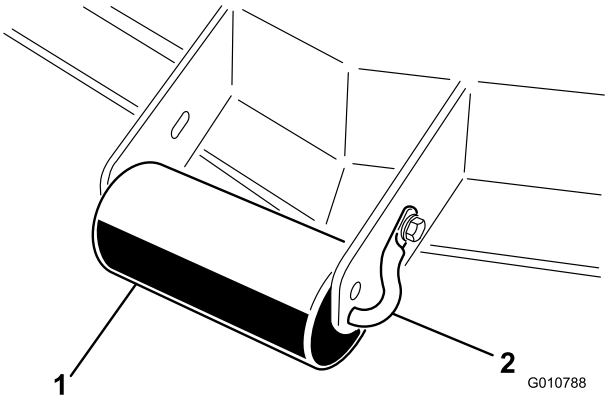

Figur 10
1. Fjern maskinskruen og møtrikken, som fastholder rulleakslen på klippeenhedens beslag (Figur 10).